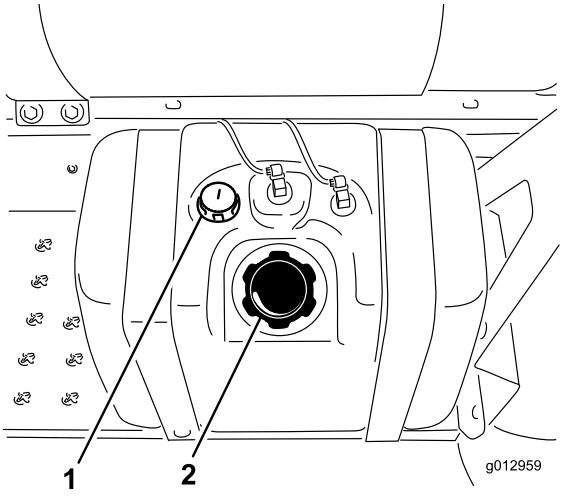

Figure 17
3. Clean the area around the fuel tank cap (Figure 17).